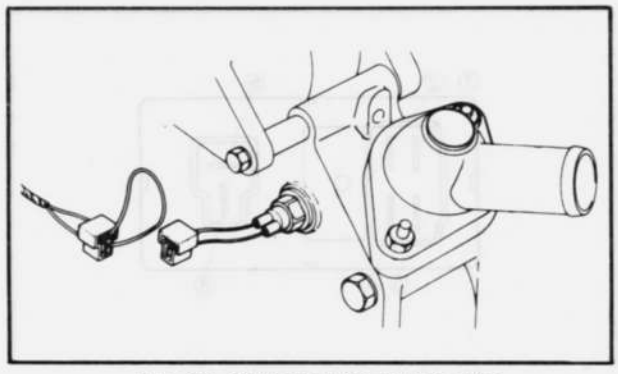

Fig. 1A–11 Connecting jumper wire
3. Disconnect the coupler of the water temperature switch and connect a jumper wire to both terminals in the coupler (from control unit) as shown in Fig. 1A–11.